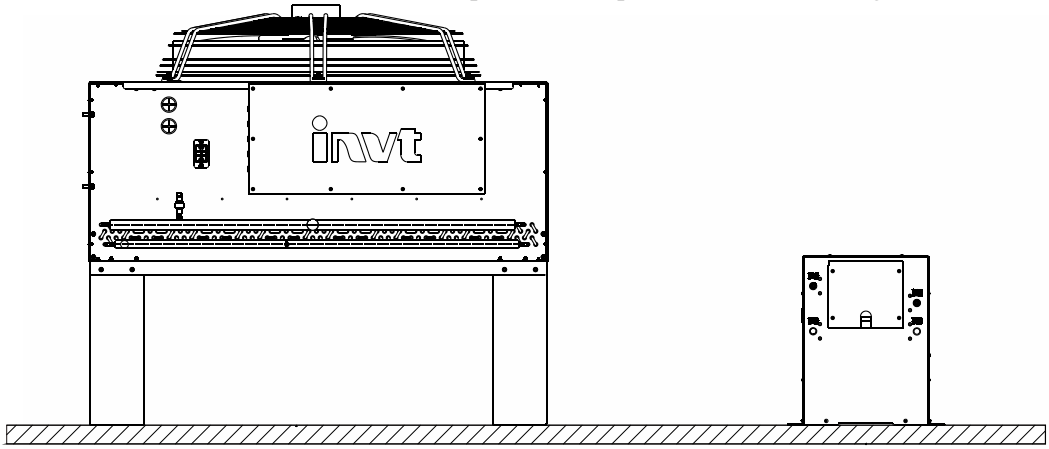
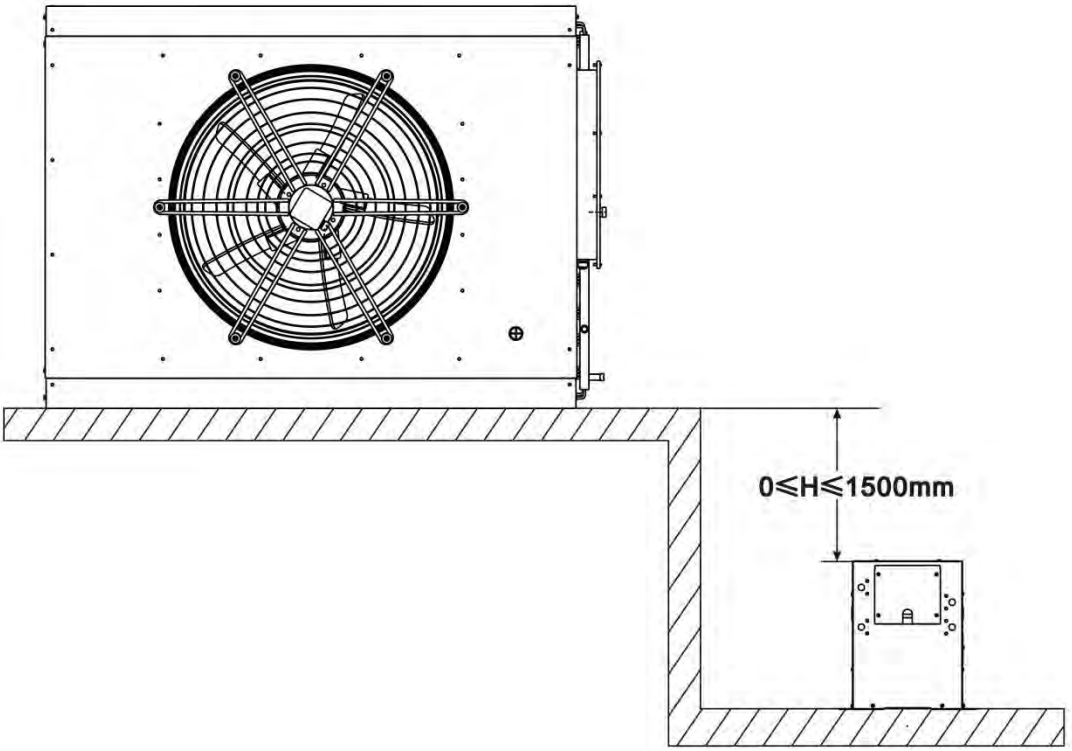

Figure 1-7 Schematic diagram of horizontal installation of low-temperature components
Figure 1-8 Schematic diagram of vertical installation of low-temperature components
4) When the outdoor unit is installed horizontally, the outdoor unit and the low-temperature component must be placed on the same height base or concrete support platform, as shown in Figure 1-7; when the outdoor unit is installed vertically, the outdoor unit can be at most 1.5m higher than the low-temperature component and cannot be lower than the low-temperature component, as shown in Figure 1-8.